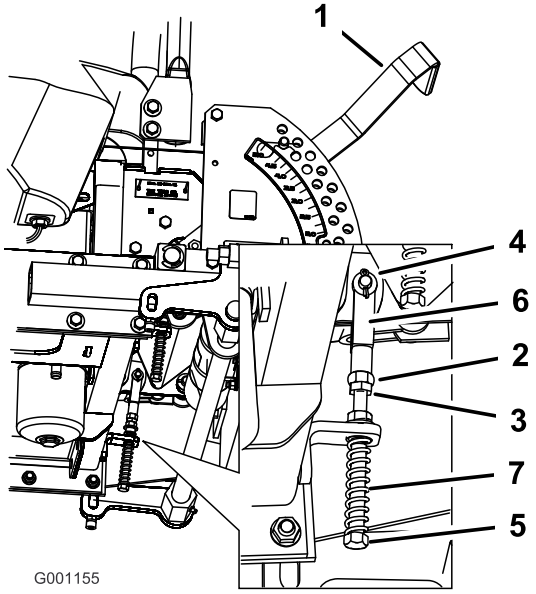

Figur 67
8. Lossa muttern och kontramuttern mot oket om justering krävs (Figur 67).
9. Dra rörelsereglaget något bakåt och vrid huvudet på justerskruven i rätt riktning tills rörelsereglaget är centrerat i det neutrala låsläget (Figur 67).
10. Dra åt muttern och kontramuttern (Figur 67).